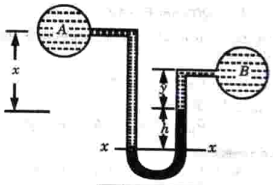

Fig. 1.20.1.
1. From Fig. 1.20.1, let the two points A and B are at two different levels and also contain liquids of different specific gravity.